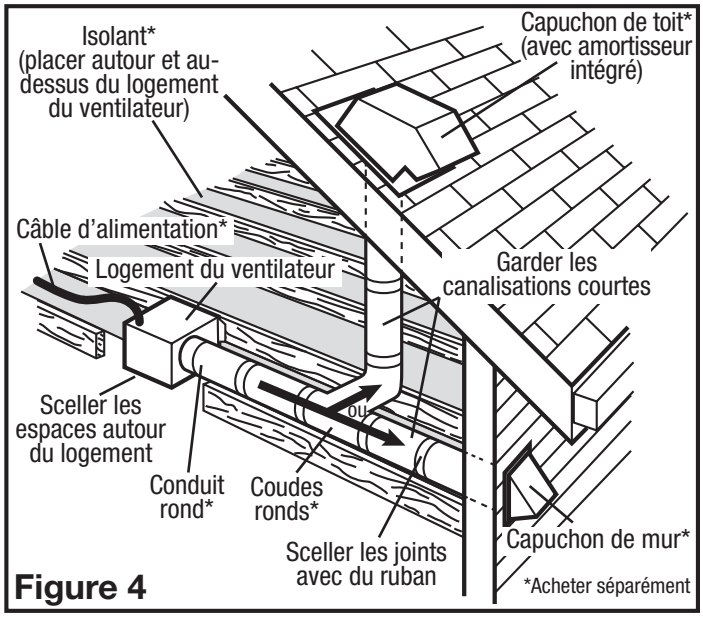

Figure 4
2. Assurez-vous que les joints des conduits et les pénétrations extérieures sont scellés avec du mastic ou tout autre matériau similaire pour créer un passage d'air étanche afin de minimiser la perte ou le gain de chaleur et réduire le risque de condensation. Placez / enveloppez l'isolant autour du conduit et / ou ventilateur afin de minimiser la possibilité d'accumulation de condensation à l'intérieur du conduit, ainsi que la perte ou le gain de chaleur **(Figure 4).**